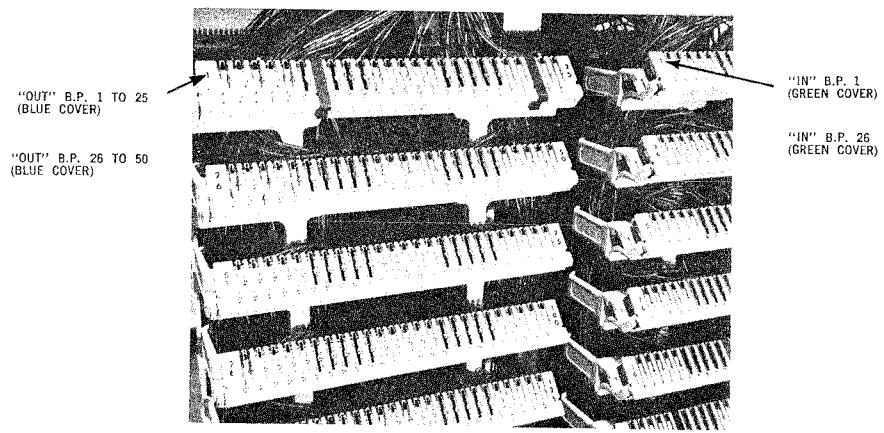

Fig. 2
3.02 The connector modules, for both the "IN" cables and "OUT" cables are stamped with the first and last binding post number of the twenty-five pair connector module (Fig. 2).